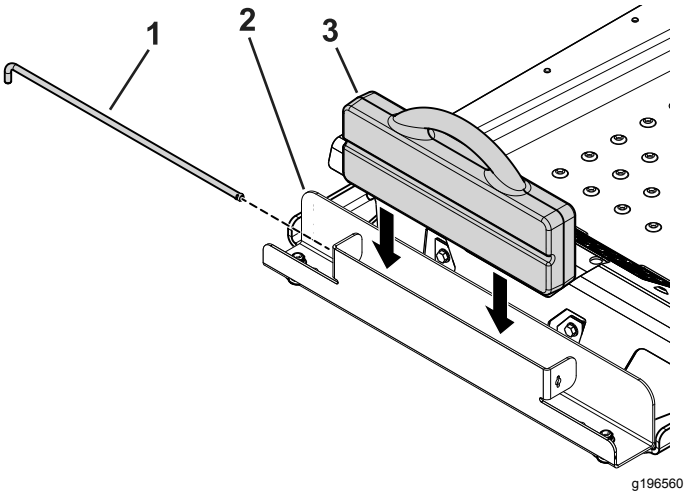

Figur 5
4. För in resväskevikten i viktlådan med spårsidan mot maskinens främre del (Figur 5).
5. För in fäststången i lådan och vrid den till det låsta läget (Figur 5).